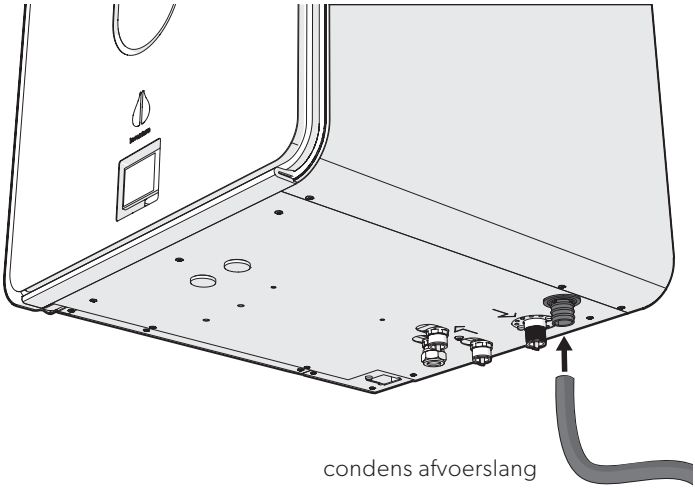

*Figuur 28 Het aansluiten van de afvoerslang voor condens op de Modul-AIR*
**2.** Druk de geribbelde afvoerslang voor condens over de kunststof mof (figuur 28).